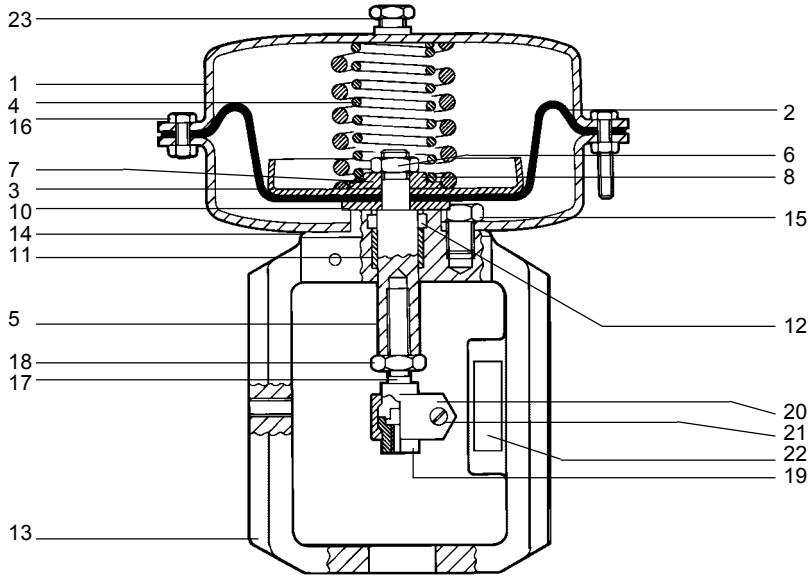

Рис. 1
3.1 Монтаж привода на клапане (Рис. 1, 2, 3 и 4)